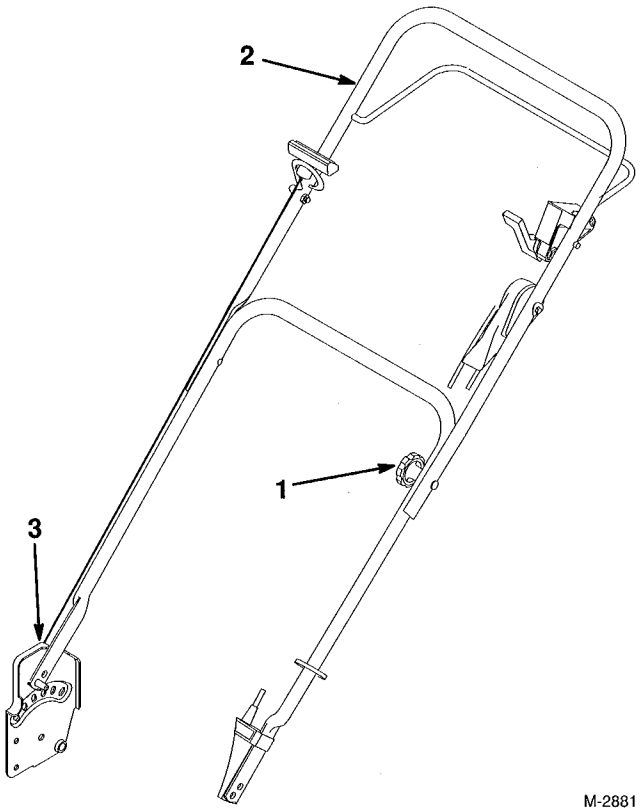

Figure 1
1. Loosen handle knobs and lift top handle half in an arc until handle halves are in line and nest together (Fig. 1).
3. Rotate handle toward rear of mower until it snaps into handle brackets (Fig. 1).